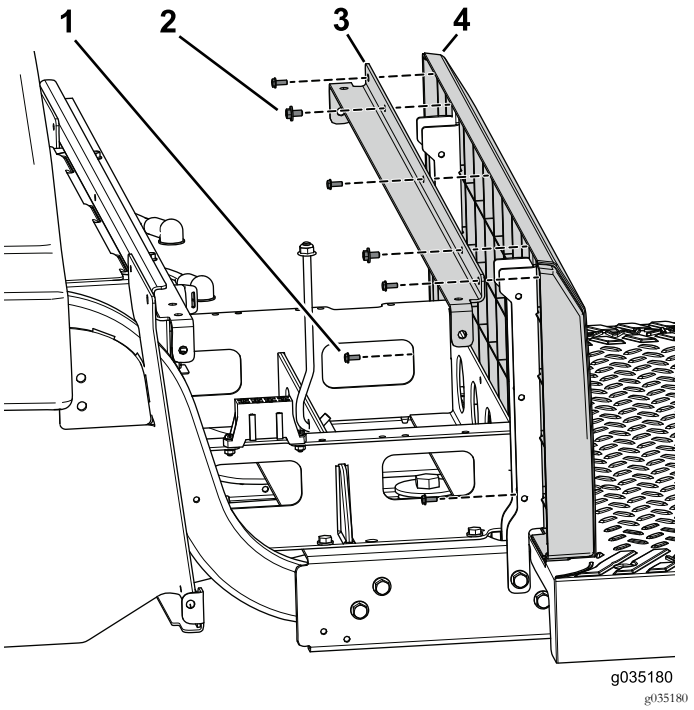

Figura 85
do banco aos suportes do banco esquerdo e direito (Figura 85).
6. Utilize os cinco parafusos (N.º 10 x ½") para prender o painel traseiro ao suporte angulado e aos suportes do banco (Figura 85).